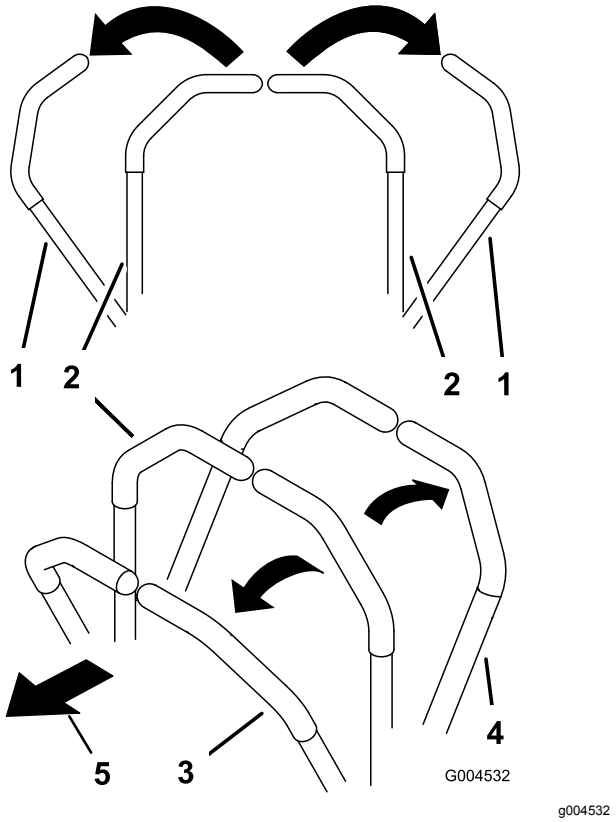

Figur 21
1. Flytt alle kontrollhåndtakene til nøytral, låst stilling (Figur 21).